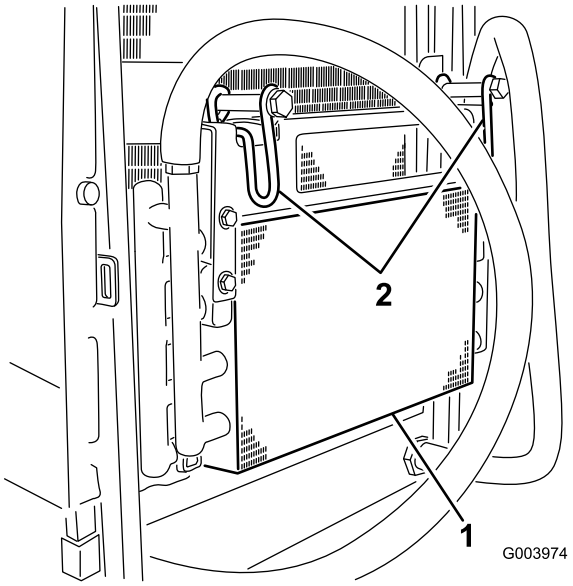

Figur 57
6. Vrid spärren inåt för att frigöra oljekylaren (Figur 57).